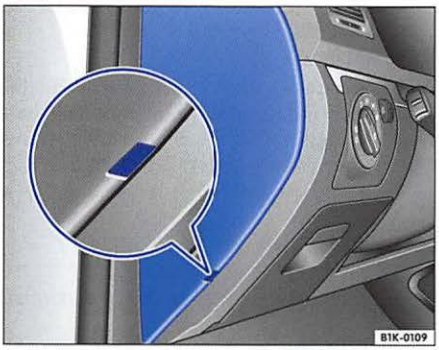

Fig. 32 Instrument panel, left: cover of fuse box A
– Insert the flat blade of a screwdriver into the opening of the fuse box cover ⇒ fig. 32.